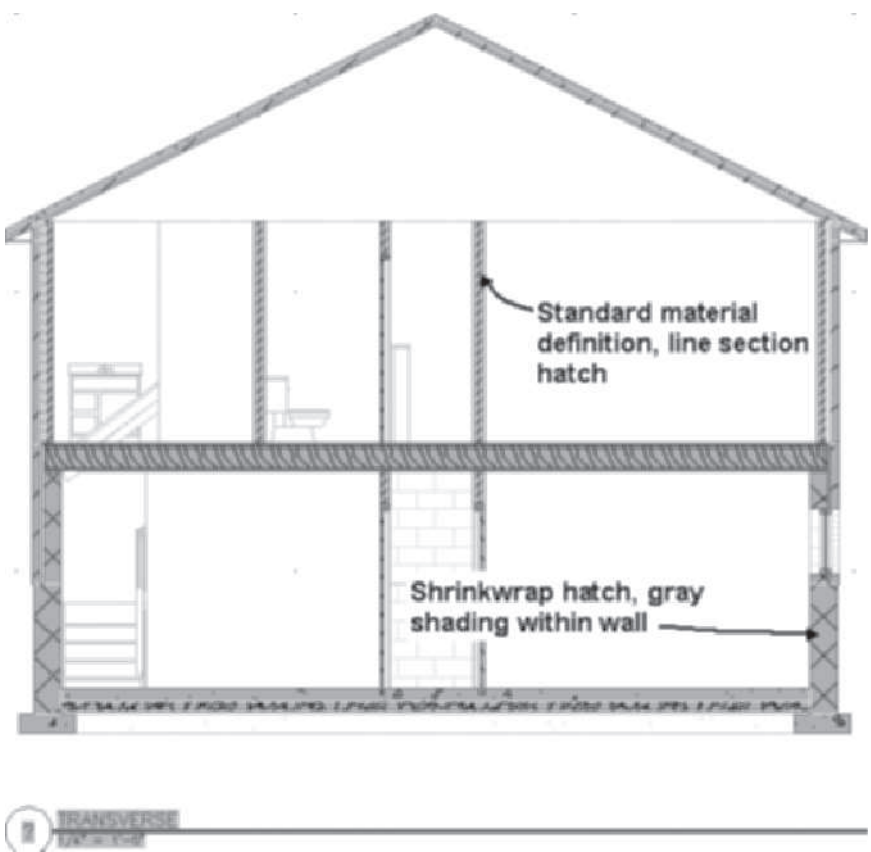

FIGURE 12.84 *Transverse section of the building*
15. Note that the hatch patterns assigned in the section include hatching of the wood walls as shown in Figure 12.84. To refine the section, you can turn off the section hatch component of the **Standard** material definition to remove this hatch. This step modifies the Standard material definition. Select the **Manage** tab and choose **Style Manager** from the Style & Display panel to open the **Style Manager**. Expand the Multi-Purpose Objects category is expanded for the **Transverse** drawing in the left pane. Expand the Material Definitions category. Select the **Standard** material definition to open the editing tabs of the right pane. Verify that the High Detail is current. Select the **Display Properties** tab and choose the **General High Detail** display representation. Click the **Edit Display Properties** button and select the **Layer/ Color/ Linetype** tab. Toggle **Off** the **Section Hatch** component. Click **OK** to dismiss all dialog boxes.